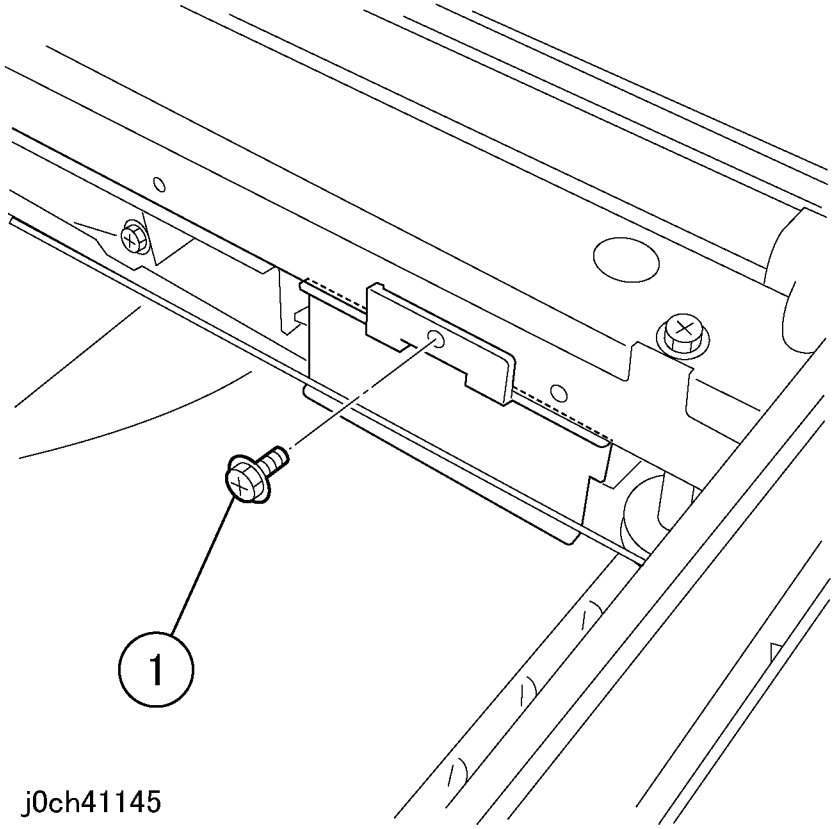

Рисунок 3 Отворачивание винта (j0ch41145)
4. Отверните винт (рисунок 3).